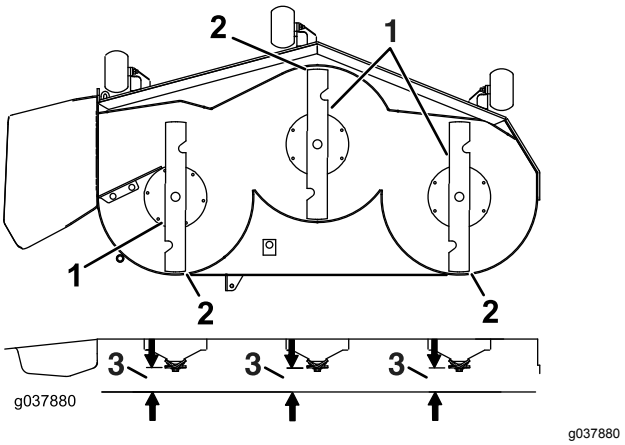

Figure 81
7. Vérifiez l'inclinaison avant/arrière des lames (Figure 81). Vérifiez que la pointe avant de la lame est plus basse que la pointe arrière, comme montré dans le tableau de hauteur de cales et d'inclinaison. Si un réglage est nécessaire, poursuivez cette procédure.